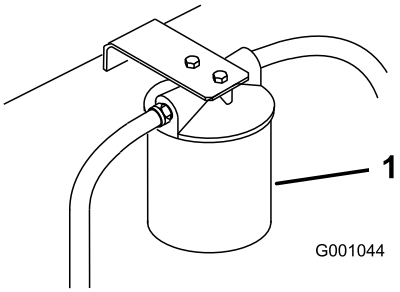

Figur 72
3. Stil et aftapningskar under filteret, fjern det gamle filter, og tør filteradapterpakningens overflade ren (Figur 72).